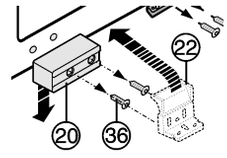

Fig. 28
- ▶ Transportbeveiliging deur *Fig. 28 (20)* demonteren.